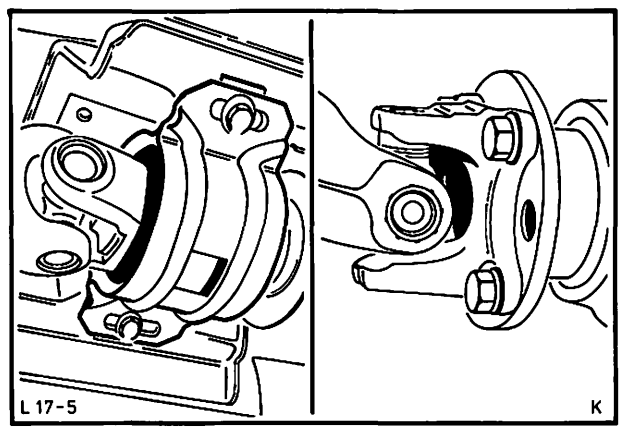

Abb. 10 Gelenkwellenbefestigung, Antriebsflansch – Mittellager
5. Gelenkwelle von Antriebsflansch und Mittellager-Bodengruppe abschrauben. Abb. 10. Welle komplett aus der Getriebeverlängerung ziehen.